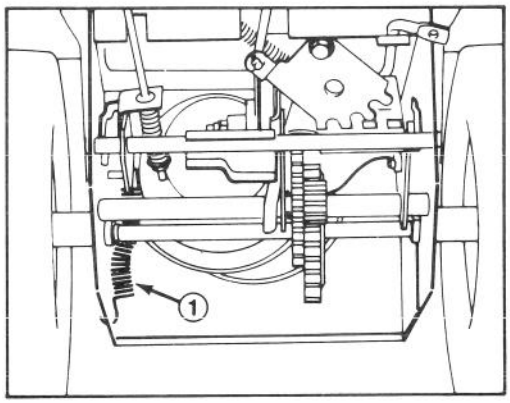

Abbildung 25
4. Die Schneefräse auf das Räumgehäuse kippen und gut blockieren, damit sie nicht umkippen kann. Den hinteren Schutz abnehmen und die Feder von der Seitenplatte entfernen (Abb. 25).
Die Schneefräse auf das Räumgehäuse kippen, blockieren und die Feder auf der Seitenplatte befestigen (Abb. 25). Den hinteren Schutz wieder ansetzen und die Schneefräse wieder gerade stellen.